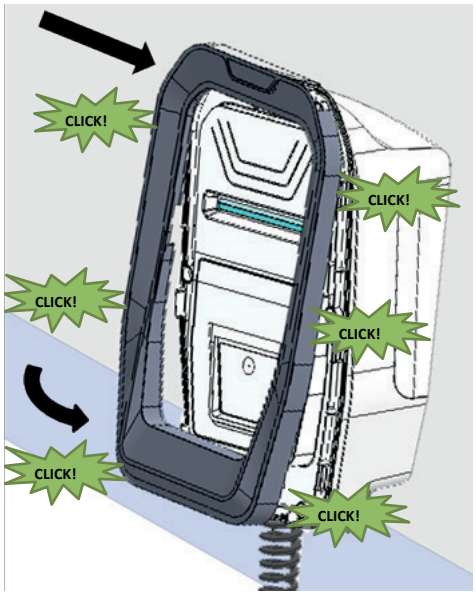

Figura 22:Cierre del equipo, Paso 2.
2.- Ponga el embellecedor, desde la parte superior a la parte inferior de la caja, asegurándose de que haga clic en los seis puntos que se muestran en la **Figura 22**.